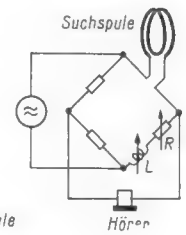

Bild 1. Metallsuchgerät in Brückenschaltung
a) Brückenschaltung *(Bild 1)*